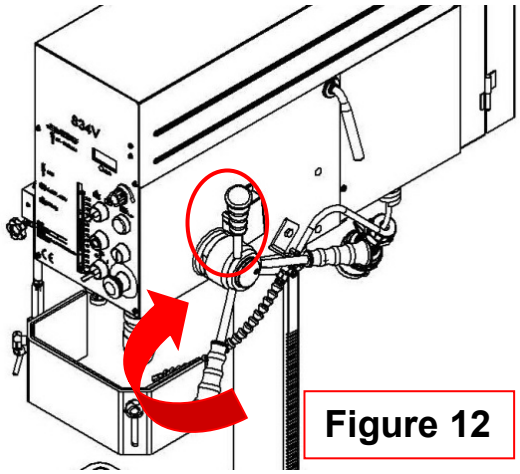

Figure 12
2. Ces machines ont une conception spéciale pour le taraudage, un dispositif de changement rapide. Pendant le taraudage, si vous voulez que la broche tourne en sens inverse et retire la pointe de taraudage, il suffit de tirer la poignée vers le haut uniquement (comme indiqué sur la **Figure 12**.)